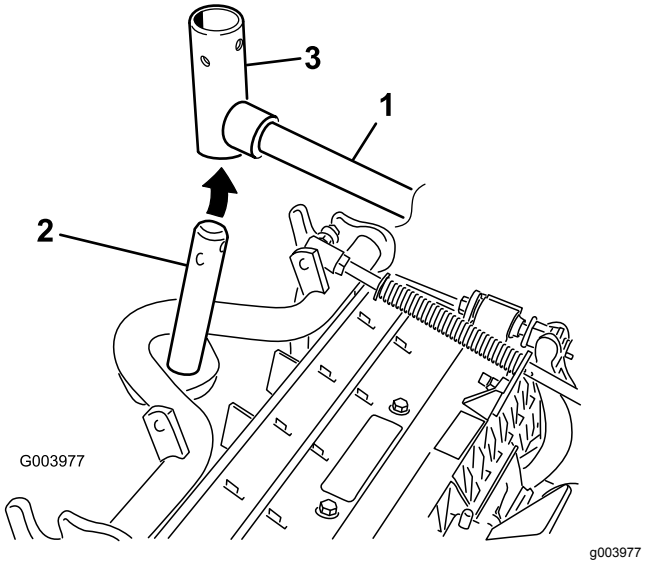

Figur 11
8. For de fremre klippeenhetene skyver du en klippeenhet under løftearmen mens du fører bærerammen inn i løftearmens dreiegaffel (Figur 11).
B. Før inn løftearmens dreiegaffel i bæreramмeakselen (Figur 11).